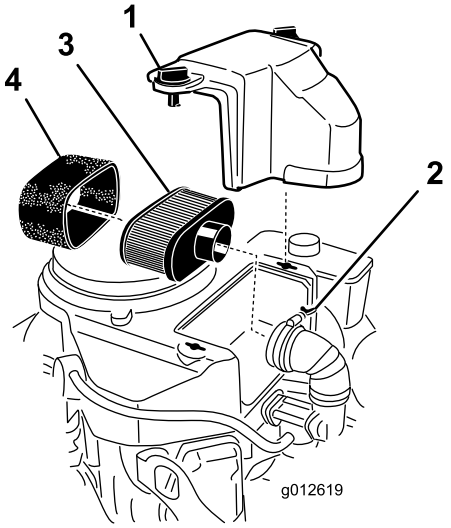

Figuur 42
3. Maak de omgeving van het luchtfilter schoon om te voorkomen dat vuil in de motor komt en schade veroorzaakt (Figuur 42).
4. Draai de dekselknoppen los en verwijder het luchtfilterdeksel (Figuur 42).
5. Draai de slangklem los en verwijder het luchtfilter (Figuur 42).
6. Trek het schuimelement voorzichtig van het papierelement af (Figuur 42).
1. Reinig het papierelement door er voorzichtig op te kloppen om het vuil te verwijderen. Als het papierelement zeer vuil is, vervang het dan door een nieuwe papierelement (Figuur 42).
1. Schuif het schuimelement voorzichtig op het papierelement (Figuur 42).
2. Monteer het luchtfilter op de luchtfilterbasis of de slang en zet dit vast (Figuur 42).
3. Monteer het luchtfilterdeksel en zet dit vast met de dekselknop (Figuur 42).